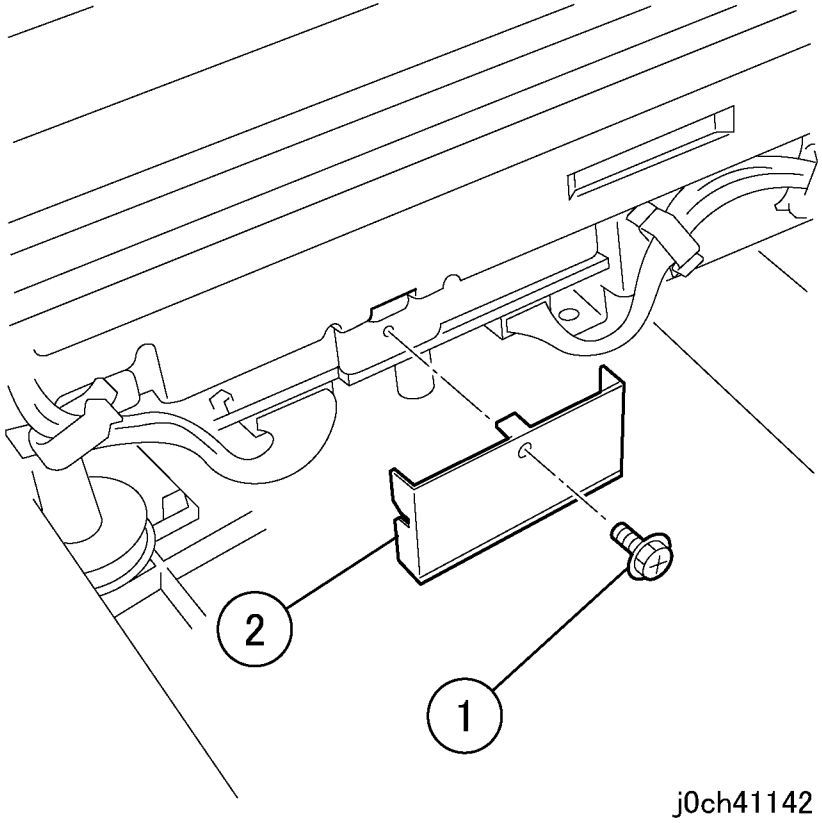

Рисунок 4 Снятие держателя INV (j0ch41142)
5. Снимите держатель INV (рисунок 4).